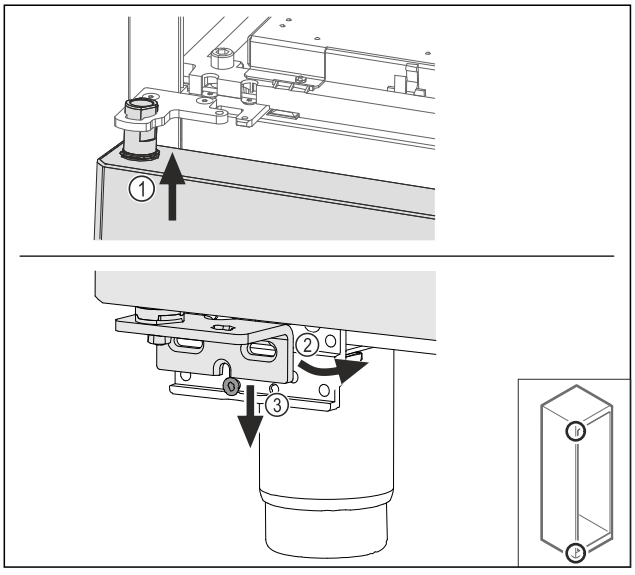

Fig. 56
▶ Așezați pe traseu ușa ușor basculată sus *Fig. 56 (1)*, aliniați dreaptă ușa *Fig. 56 (2)* și așezați jos pe șurubul suportului de lagăr *Fig. 56 (3)*.